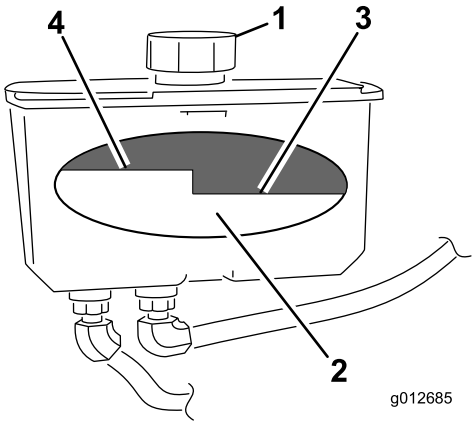

Figuur 74
4. Reinig de omgeving van de vulbuis en de dop van de hydraulische tank (Figuur 74).
5. Verwijder de dop van de vulbuis. Kijk in de vulbuis om het vloeistofpeil in het reservoir te controleren. (Figuur 74).
Opmerking: Het vloeistofpeil moet aan de bovenkant van de Warm-markering op de keerplaat staan als de vloeistof warm is (Figuur 74).